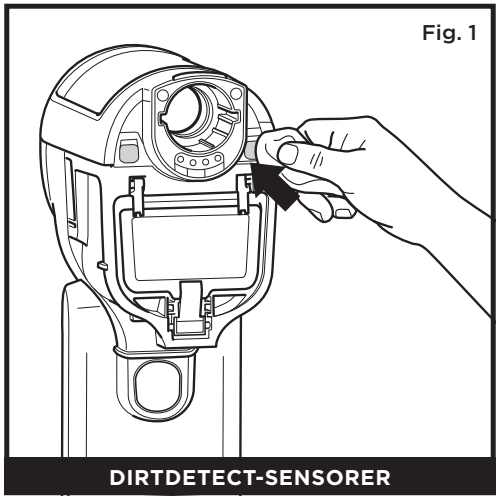
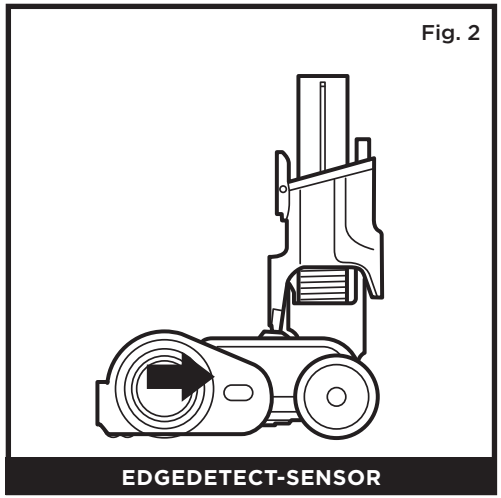
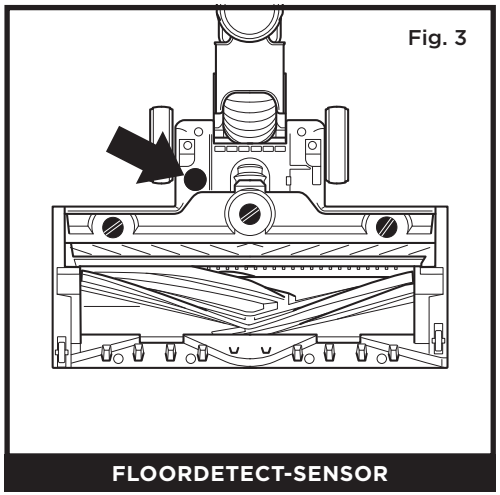

Fig. 1
Fig. 2
Fig. 3
2. Hitta Dirt Detect-sensorn (Fig. 1), Edge Detect-sensorn (Fig. 2), och Floor Detect-sensorn (Fig. 3).